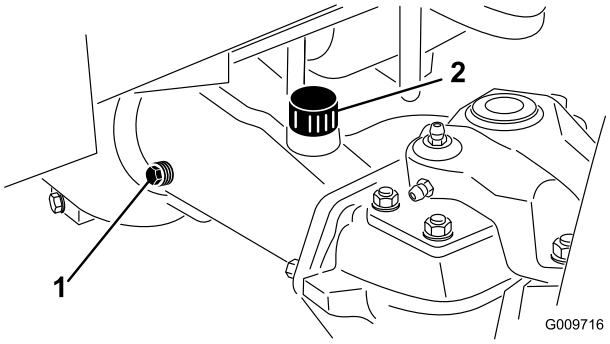

Bild 66
2. Nehmen Sie eine Prüfschraube (Bild 66) von einem Achsenende ab und vergewissern Sie sich, dass das Schmiermittel bis zur Unterkante des Lochs steht. Entfernen Sie bei niedrigem Ölstand die Füllschraube (Bild 66) und füllen genug Öl ein, um den Stand bis an die Unterseite der Prüfschraubenöffnungen anzuheben.